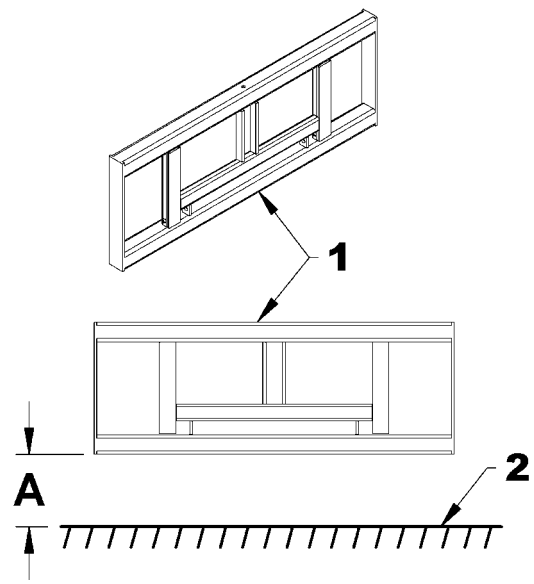

Figure 6B
B- INSTALLATION DU BALAI SUR LE CHARGEUR FRONTAL (Figures 6B à 10B)
Figure 6B: Placer l'équipement sur une surface plane et propre. Après avoir complété l'installation de l'ensemble de l'attache « loader » #8161 sur le chargeur frontal, faire descendre l'attache (item 1) à son plus bas et prendre la mesure de la distance (A) située entre le point le plus bas de l'attache (item 1) et le sol (item 2).